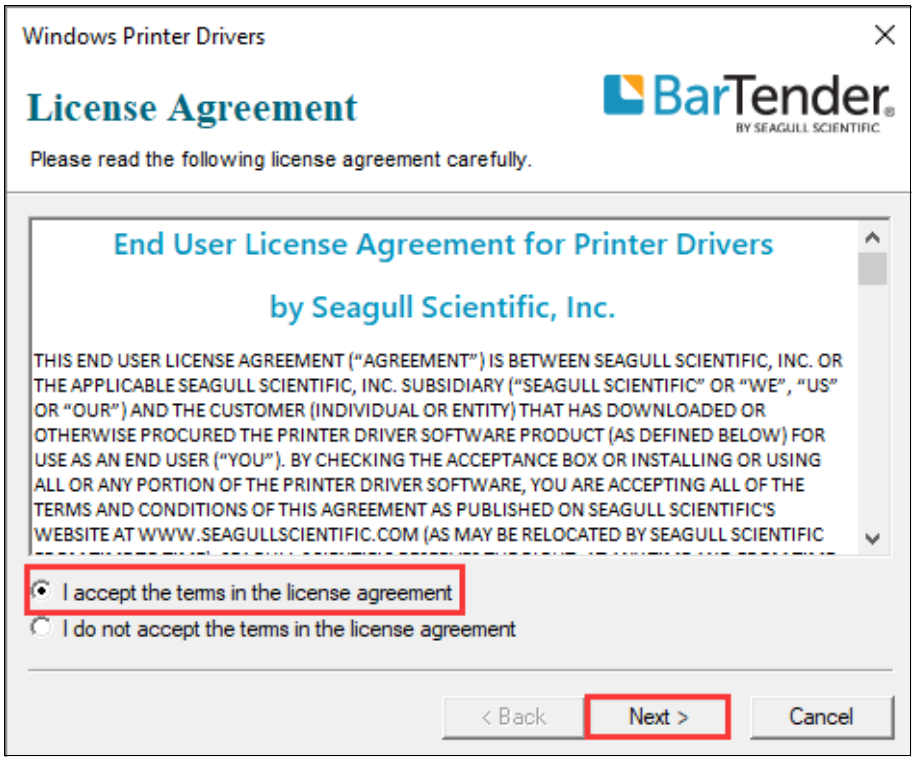

Figure 2-31 License Agreement Screen
3. Double-click the printer driver icon to bring up the "License Agreement" screen. Select "I accept the Items in the license agreement" and click "Next", as shown in Figure 2-31.